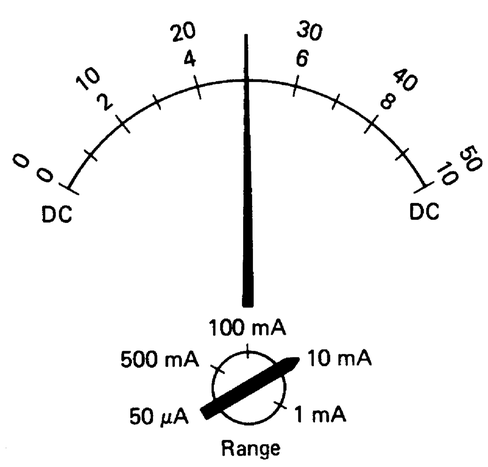

FIGURE 2E-5
7. The current indicated on the meter scale of Figure 2E-7 is